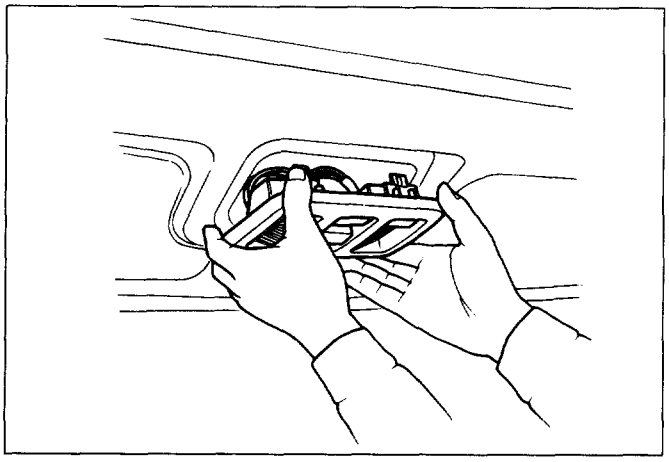

Fig. 10-232
4. **Map light/Sun roof switch (Fig. 10-232)**